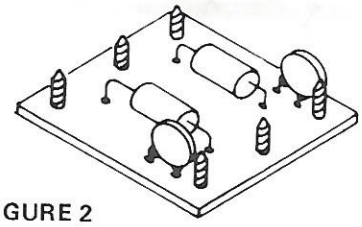

FIGURE 2
2. Solder components in place on foil side of board and install terminal screws (Figure 2).